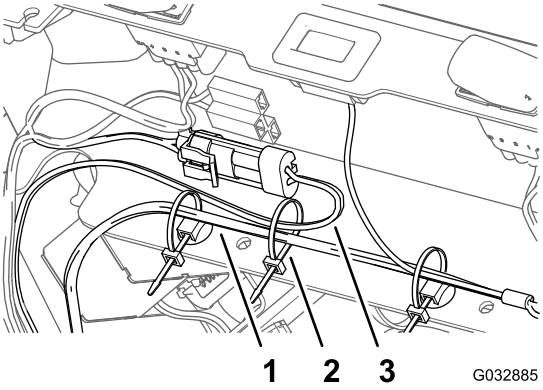

Figur 15
5. Fastgør ledningsnettet til lysdiodelygtesættet til ledningsnettet på maskinen med et kabelbånd som vist i Figur 15.